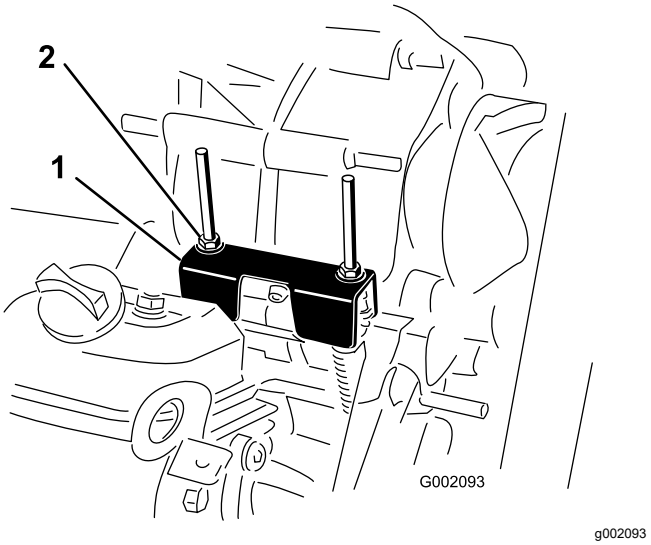

Figur 61
Når der udføres rutinemæssig vedligeholdelse og/eller motordiagnostik, skal transakslen sættes i NEUTRAL (Figur 61). Maskinen har en NEUTRAL position på skiftegrebet, som styrer den neutrale position i transakslen. Følgende skridt bør tages for at sikre, at det neutrale skiftegreb betjener den neutrale position i transakslen korrekt:
2. Sørg for, at den neutrale konsol er i positionen NEUTRAL (i niveau med kabelmonteringskonsollen under skiftkonsollen) ved at dreje den drevne kobling (Figur 61).
3. Drej en af låsemøtrikkerne (Figur 61) for at få en afstand på 0,762 til 1,524 mm mellem bunden af møtrikken/spændeskiven og den neutrale konsol.